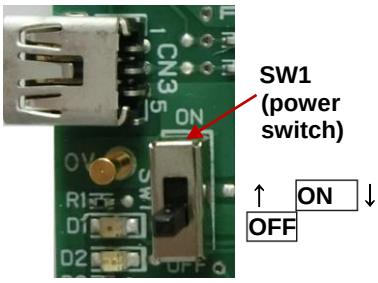

Figure 7
(3) Turn on the power switch (SW1) on EM7160 (see Fig. 7).